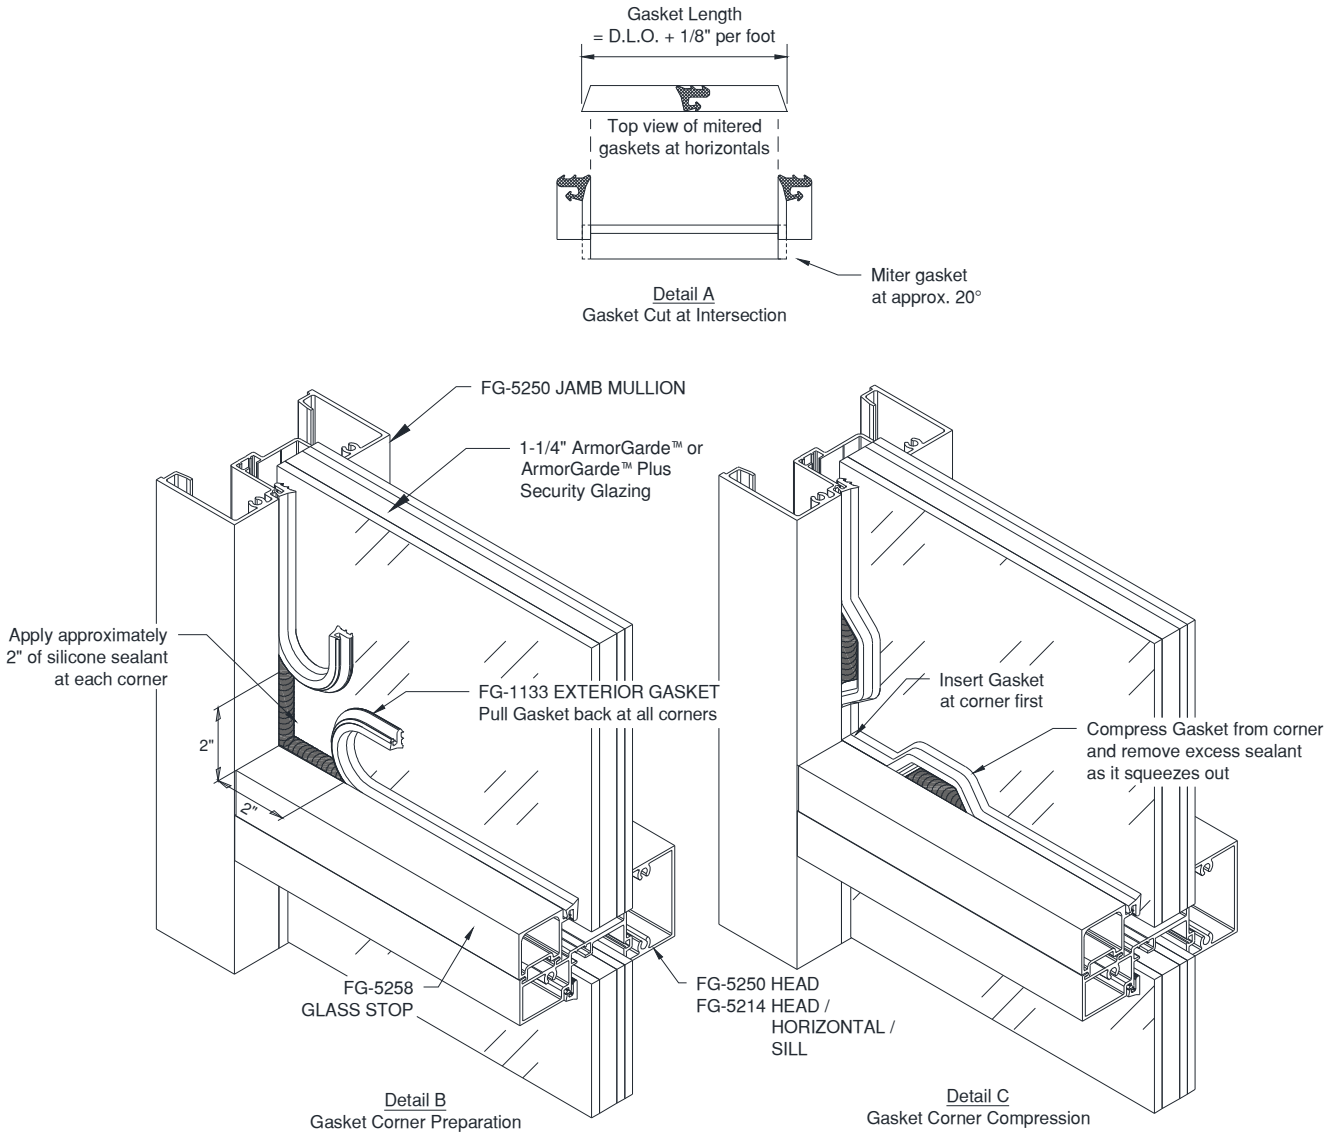

Figure 19: Exterior Gasket Installation
13.2.3 Cut Gaskets a minimum of 1/4" per foot longer than the D.L.O., to provide adequate compression, and miter the ends of the gaskets at a 20° angle, as shown in *Figure 19, Detail A*.
Note: Glaze from bottom up. Reference Figure 19 (page 20)
14.2.3 Cut Gaskets a minimum of 1/4" per foot longer than the D.L.O., to provide adequate compression, and miter the ends of the gaskets at a 20° angle, as shown in *Figure 19, Detail A*.